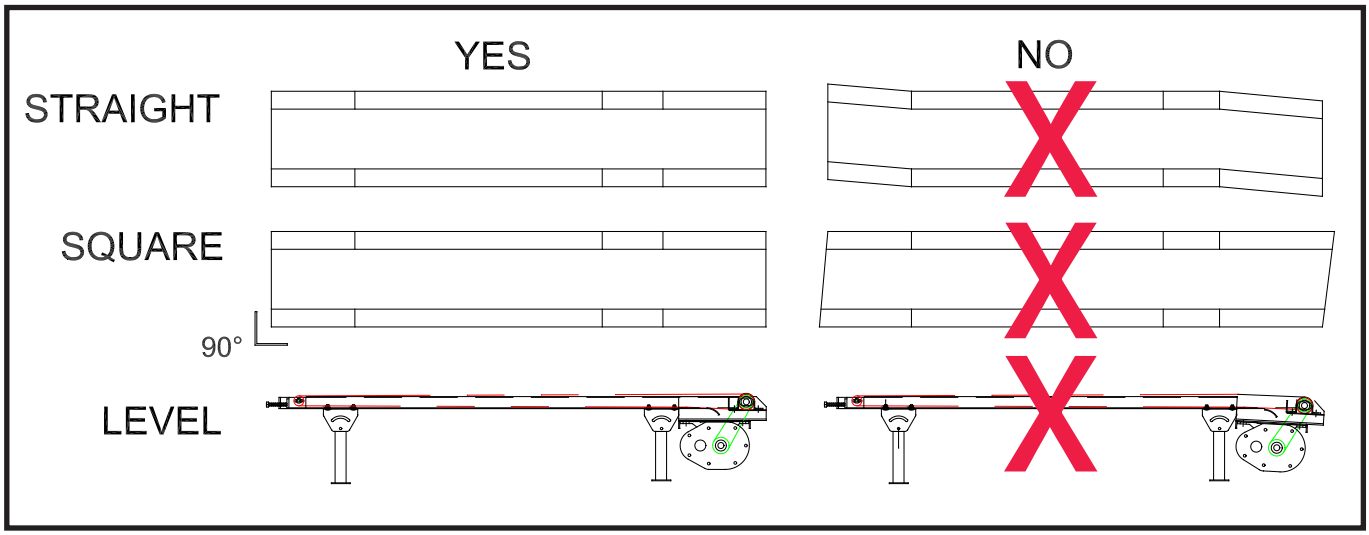

FIGURE 3
5. Bolt together conveyor frames finger tight. Square frames and make sure all frames line up with adjacent section before securing all bolts. See ***FIGURE 3.***